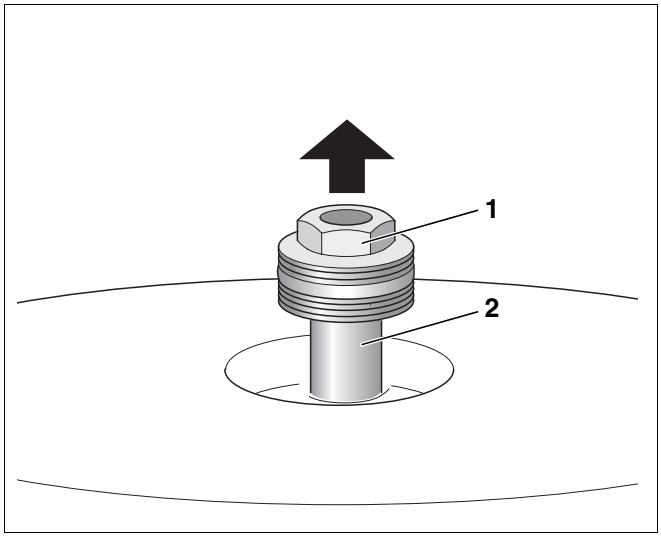

Rys. 12 Wymiana anody magnezowej
- Odkręcić śrubę z łbem sześciokątnym (rys. 12, **poz. 1**) na anodzie magnezowej kluczem oczkowym SW 32.
- Wykręcić anodę magnezową (rys. 12, **poz. 2**).